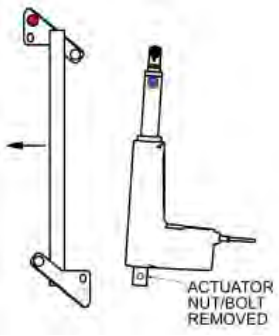

FIG. 5
3.3 To switch actuator and actuator mount from the left side to right, release actuator by removing the bolt (FIG. 5) using a 9/16" wrench and locking pliers to secure the nut while backing out the bolt.